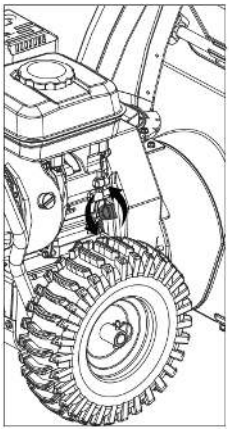

Рис. 3
1. Открутите и извлеките крышку-щуп маслозаливной горловины (Рис. 3).